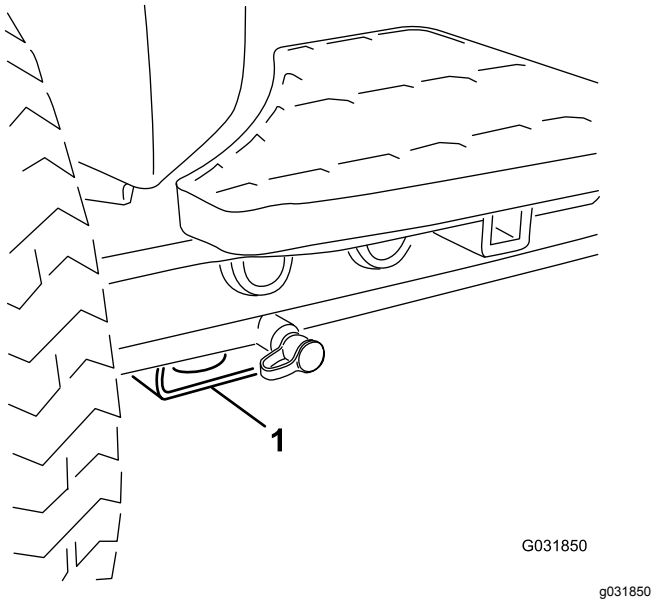

Figur 74
- For – rektangulær plade, under akselrøret, indvendigt i forhold til hvert fordæk (Figur 74).